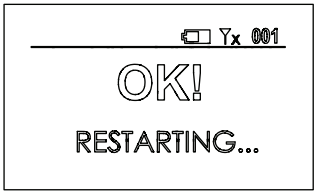
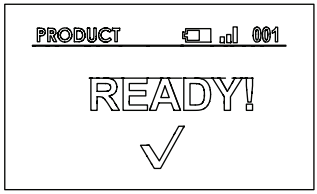

Fig. 5
Fig. 6
4. Once that the hose reel number is set, the screen shows that the configuration is performed and the unit restarts (figure 5). After restarting the screen shows that the U·vision is configured and ready to operate (figure 6).